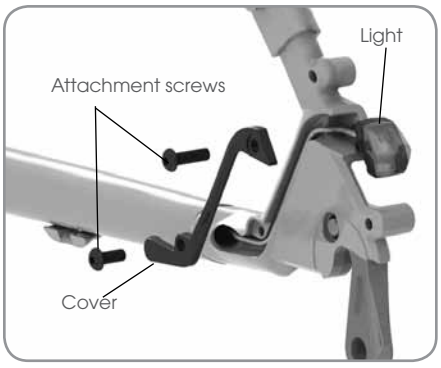

Figure 20. Rear drive-side light exploded
3. Remove the threaded fasteners attaching the wire cover (Figure 20).